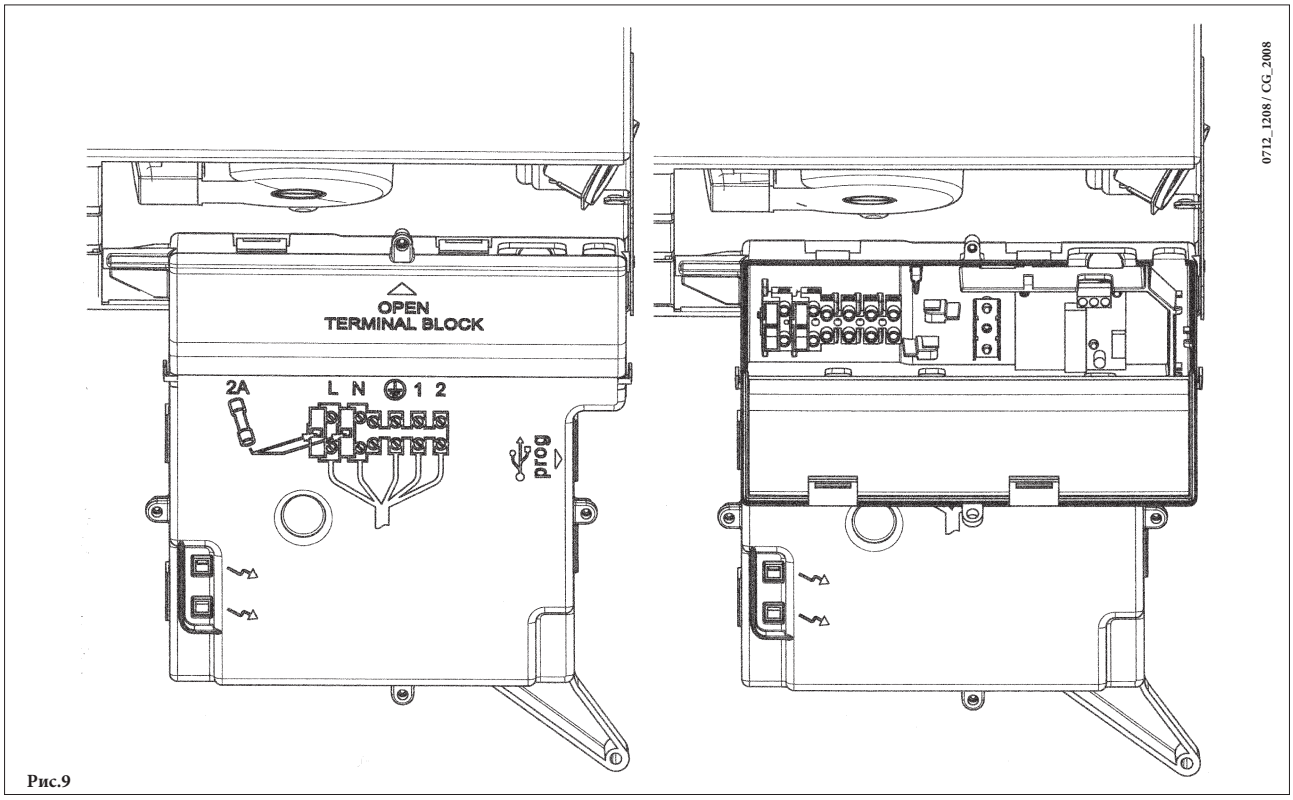

Рис.9
- для доступа к контактам снимите крышку (рис. 9).
- открыть доступ к клеммной колодке подключения электропитания (рис.9), в соответствии с инструкциями, изложенными в предыдущем параграфе;
- протянуть кабель из двух проводов через кабельный зажим котла и присоединить кабель, идущий от термостата, к клеммам (1) и (2);